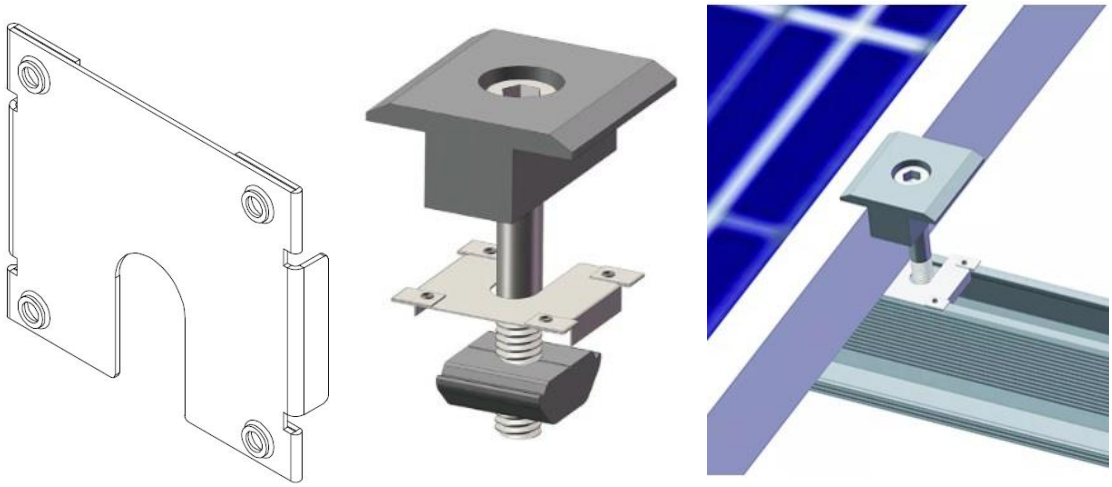

Рисунок 36. Пластина заземления
1. Пластина заземления (Рисунок 36). Обеспечивает гарантированный электрический контакт алюминиевого профиля с рамой ФЭМ. Устанавливается под каждый универсальный зажим в опорных конструкциях фотоэлектрических модулей. Изготовлена из высокопрочной легированной нержавеющей стали, благодаря специальным выступам проминает поверхностный слой алюминия в точке контакта с профилем и рамой, создавая надёжное электрическое соединение между элементами системы.